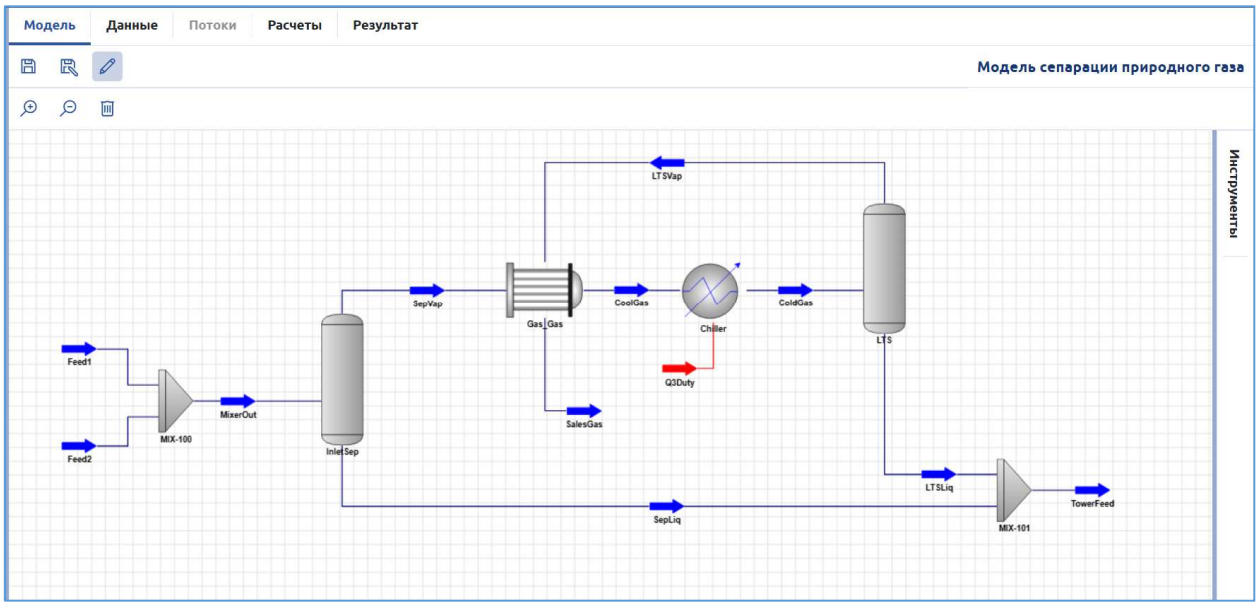

Рисунок 15. Модель сепарации газа
7. Аналогичным образом добавляем в модель остальные элементы для получения итоговой модели (Рисунок 15).